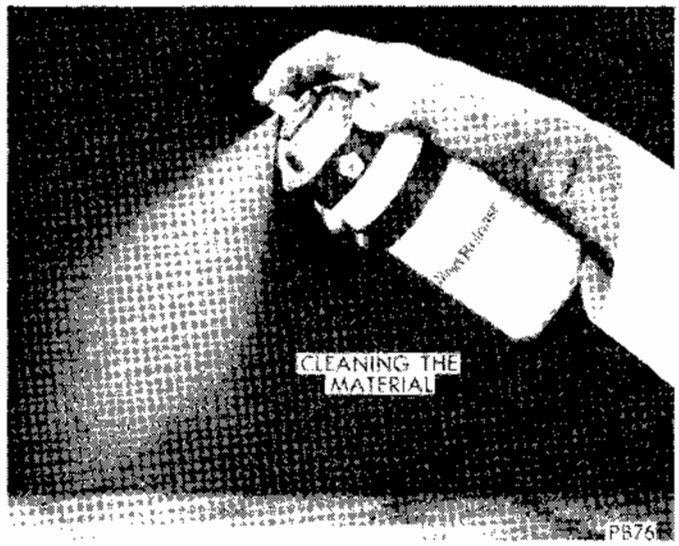

FIG. 1 Cleaning The Material
(1) Clean the vinyl material to be used to make a print with Chrysler All Purpose Cleaner or equivalent, dry it with the heat gun.
(2) Spray a 12 in. X 12 in. surface with Chrysler Mold Release or equivalent (which is a paintable mold release) (Fig. 1). It can be washed from vinyl material with all purpose cleaner when necessary.
(3) Remove about two tablespoons of Chrysler Grain-on material or equivalent from the container, place it on a steel or glass surface, then